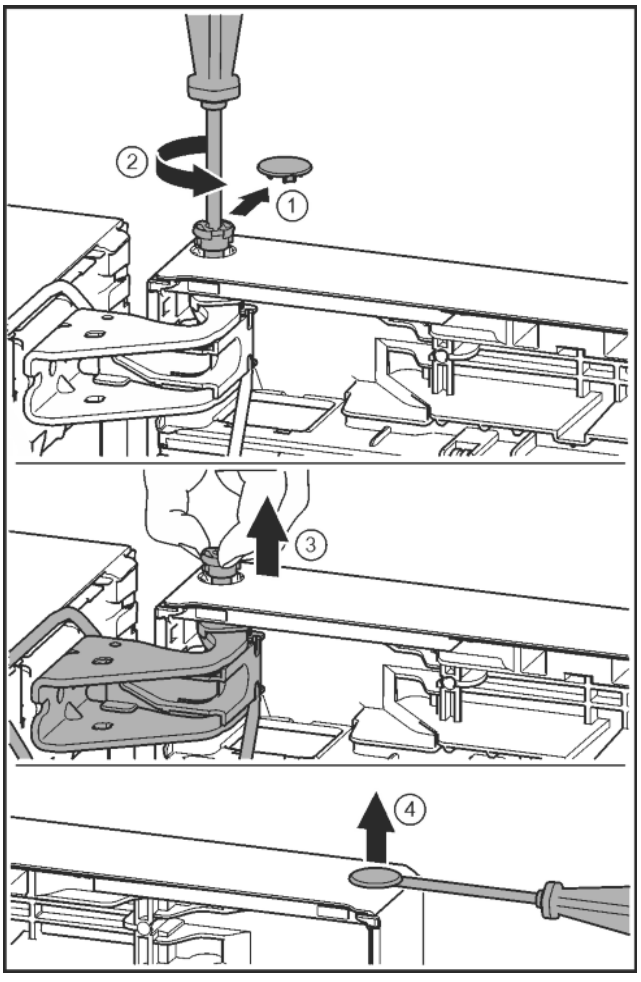

Fig. 21
▶ Carefully remove the protective cover. *Fig. 21 (1)*
▶ Undo the bolt a little with a T15 screwdriver. *Fig. 21 (2)*
▶ Hold the door and remove the bolts with your fingers. *Fig. 21 (3)*
▶ Carefully lift the plugs out of the door bearing bush with a slotted screwdriver and remove. *Fig. 21 (4)*